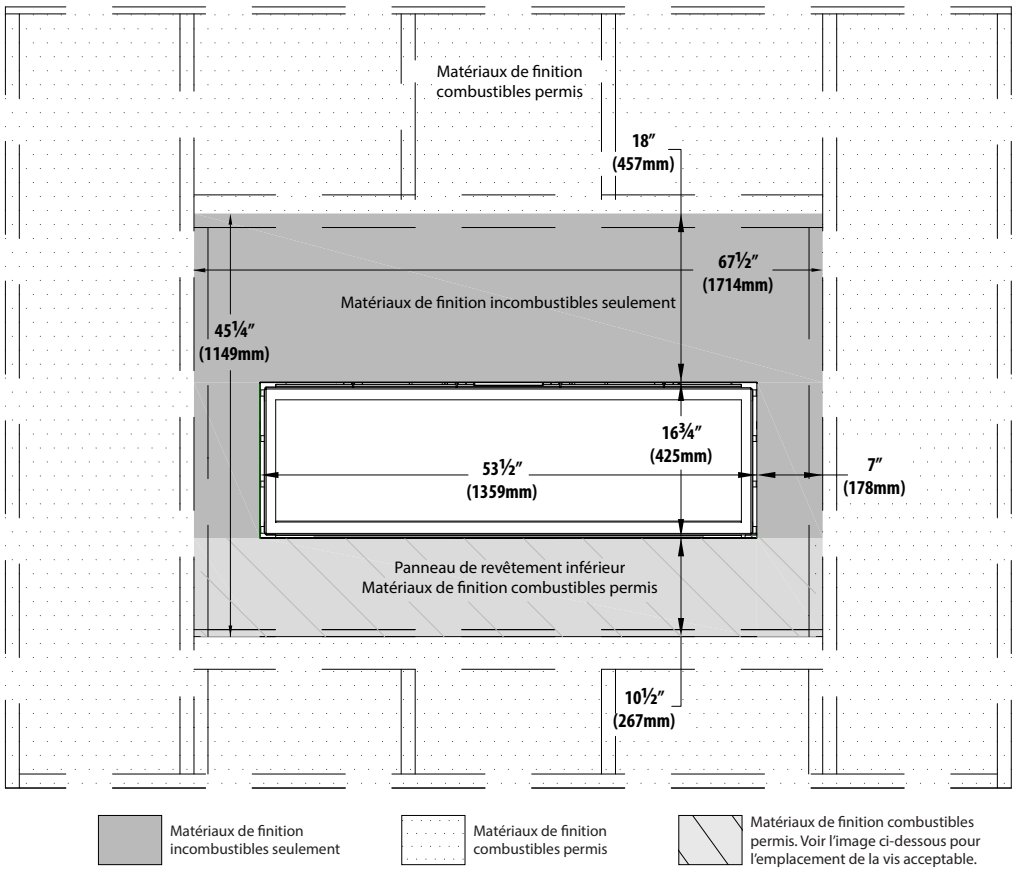
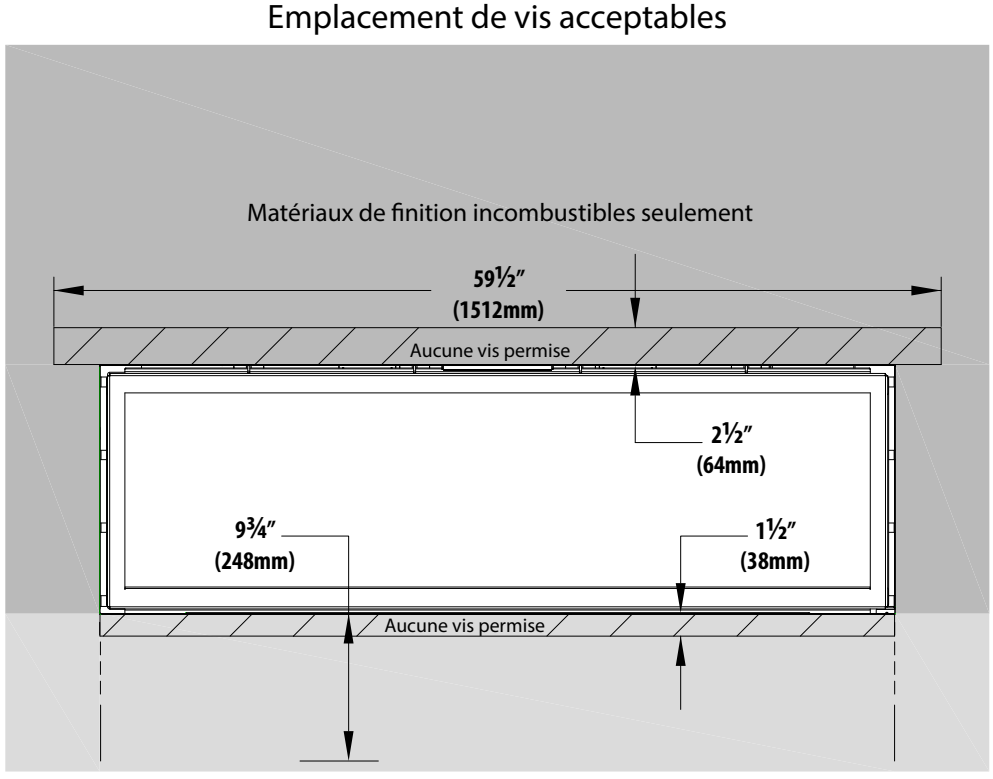

Figure 4.5, Dimensions minimums des matériaux incombustibles
Figure 4.6, Dimensions minimums des matériaux incombustibles emplacements de vis
- Des matériaux incombustibles sont exigés au-dessus et aux côtés du foyer. Ce foyer peut loger des matériaux de façade incombustibles ayant 1/2 po (12 mm) d'épaisseur maximale. Voir les dimensions aux Figures 4.5 et 4.6 (page 39).
- Il est acceptable de pré-percer des trous et d'utiliser des vis auto-taraudeuses pour fixer les matériaux incombustibles au-dessus et aux côtés de la façade du foyer. La Figure 4.6 montre les zones permises où la profondeur de pénétration maximale des vis à travers l'enveloppe externe du foyer est de 1/2 po (13mm).
- Des matériaux incombustibles sont exigés au-dessus et aux côtés du foyer. Ce foyer est conçu pour loger des matériaux de façade incombustibles ayant 1/2 po (19 mm) d'épaisseur maximale. Voir la Figure 4.5 et 4.6 à la page 39.
- Il est acceptable de pré-percer des trous et d'utiliser des vis auto-taraudeuses pour fixer les matériaux incombustibles au haut et aux côtés de la façade du foyer. N'utilisez pas des vis trop longues. Voir la Figure 4.6 à la page 39.
- Ces matériaux combustibles sont installés par dessus tous les matériaux incombustibles exigés, tels que montrés à la Figure 4.5 et la Figure 4.6 (page 39).